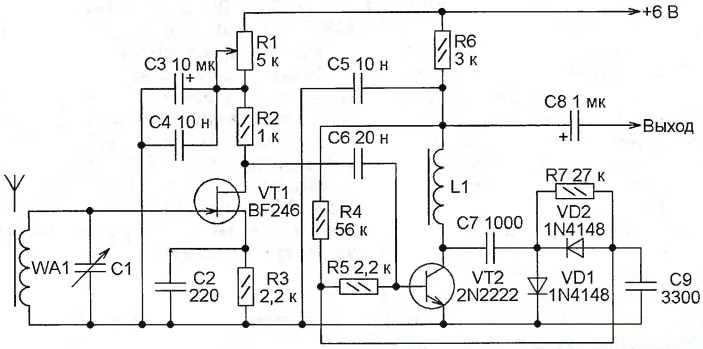

Рис. 3
**Рефлексный приёмник прямого усиления (рис. 3 http://www.geocities.ws/husnu66tr/resimler/gurseslialici.gif).** Сигнал средне- или длинноволновой радиостанции, принятый магнитной антенной WA1 и усиленный полевым транзистором VT1, поступает на базу транзистора VT2, коллекторной нагрузкой которого по высокой частоте служит дроссель L1. Амплитудный детектор на диодах VD1 и VD2 выделяет из высокочастотного сигнала низкочастотный модулирующий. Поскольку выход детектора соединён через резистор R5 с базой транзистора VT2, этот транзистор ещё раз усиливает сигнал, на этот раз низкочастотный. Нагрузка для него — резистор R6. К выходу узла можно подключить через оконечный усилитель громкоговоритель или головные телефоны.